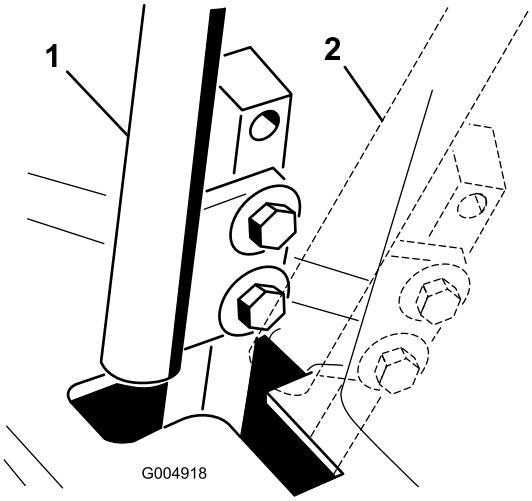

Figuur 54
4. Zet de rijhendel in de NEUTRAALSTAND **zonder deze te vergrendelen** (Figuur 54).
6. Controleer of de hendel de juiste positie heeft ten opzichte van de inkeping in het bedieningspaneel (Figuur 54).